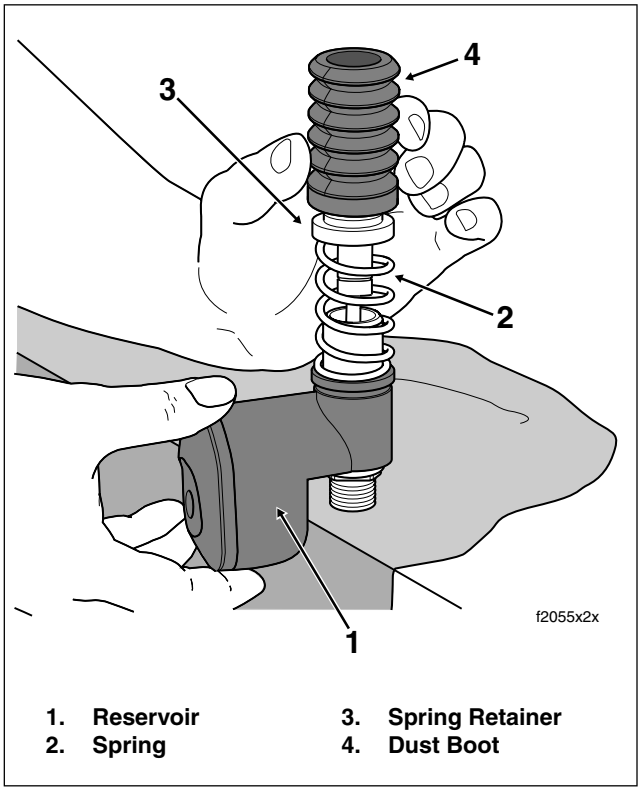

Figure 2-54. Install Spring, Spring Retainer and Dust Boot
11. Install spring over push rod and cartridge body until it contacts side of large retaining ring. See Figure 2-54.